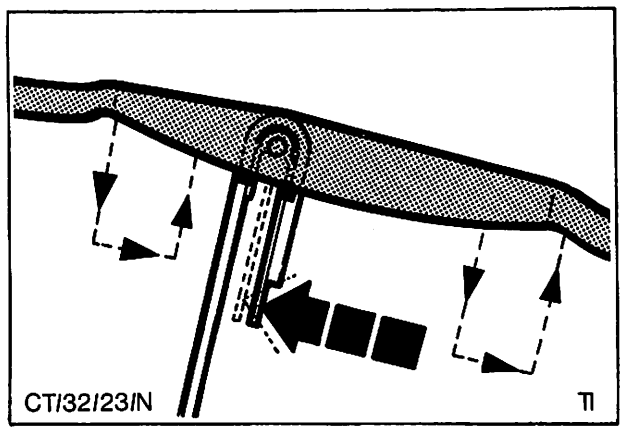

Abb. 49 Abbau des Wischerblatts
1. Wischerarm von der Windschutzscheibe um 90° wegschwenken. Wischerblatt in Ausbauposition schwenken (siehe Abb. 49).
2. Federklammer niederdrücken und Wischerblatt nach unten aus dem Haken am Wischerarm schieben, Abb. 49. Anschließend Wischerblatt nach oben am Haken vorbeiführen und entfernen.